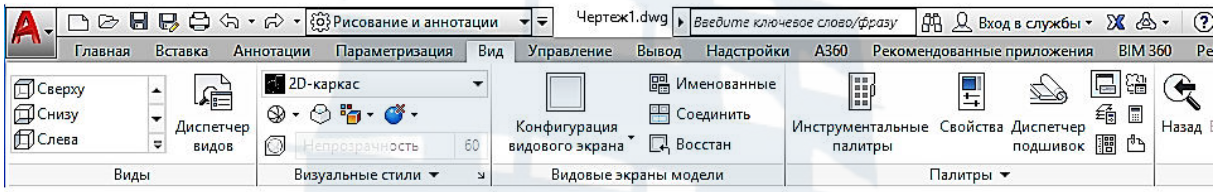

Рис. 20
– Вкладка **Вид** – содержит настройки, влияющие на параметры и способы отображения чертежа в окне AutoCAD, а также на внешний вид окна AutoCAD (рис. 20).